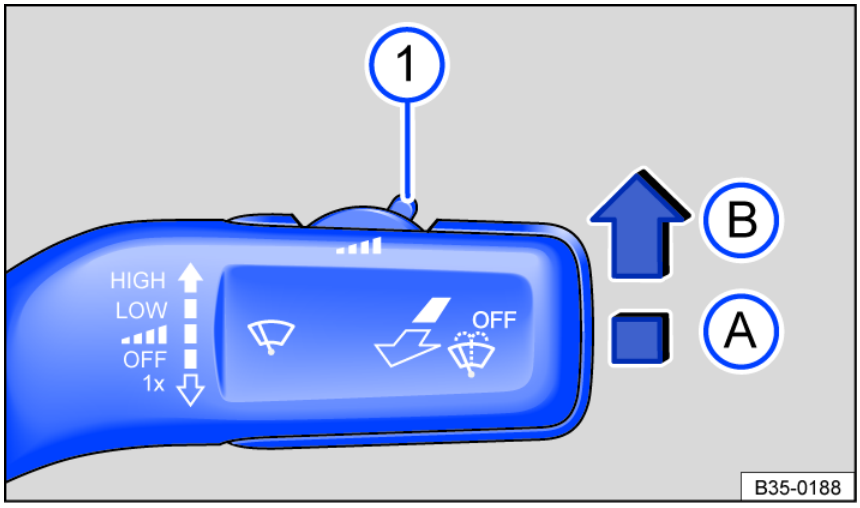

Fig. 77 On the right side of the steering column: windshield wiper lever.
Press the lever into the desired position *fig. 77*:
The sensitivity of the rain/light sensor can be manually adjusted with the switch in the windshield wiper lever *fig. 77* (1) ⇒ ⚠.